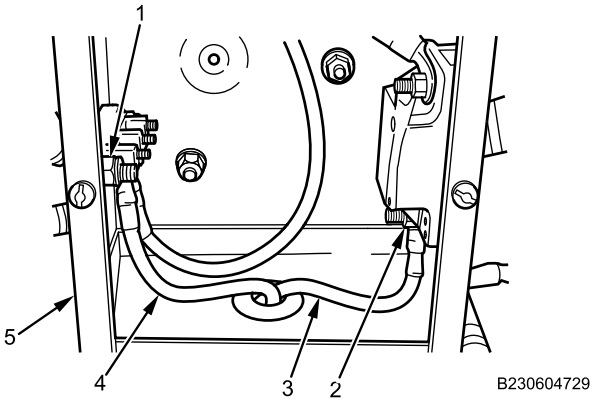

Figure 4. Turret Power Feed Wiring Harness Cables.
8. Remove two nuts (Figure 4, Item 1 and 2) and turret power feed wiring harness cables (Figure 4, Item 3 and 4) from turret power feed box (Figure 4, Item 5).